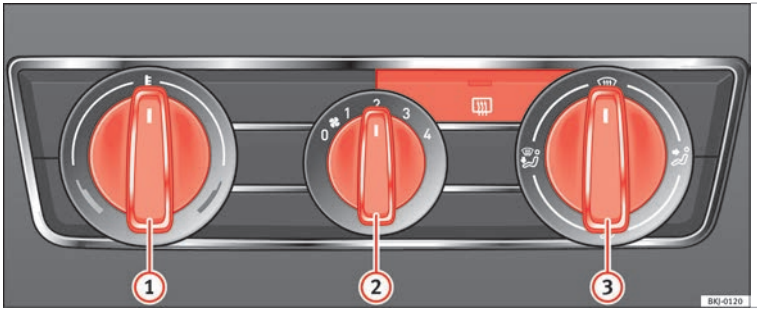

**Fig. 174** Heating controls on the dash panel.
- Turn the temperature selector ››› **Fig. 174** (1) anti-clockwise.
- Turn blower switch (2) to any of the levels 1-4.
- Set the airflow to the desired direction using air distribution control (3).
- Turn the temperature selector ››› **Fig. 174** (1) clockwise to select the required temperature.
- Turn the temperature regulator ››› **Fig. 174** (1) clockwise to reach the maximum temperature.
- Turn the blower switch (2) to level 4.
- Turn the temperature regulator ››› **Fig. 174** (1) to the heating zone.
- Turn blower switch (2) to any of the levels 2-3.